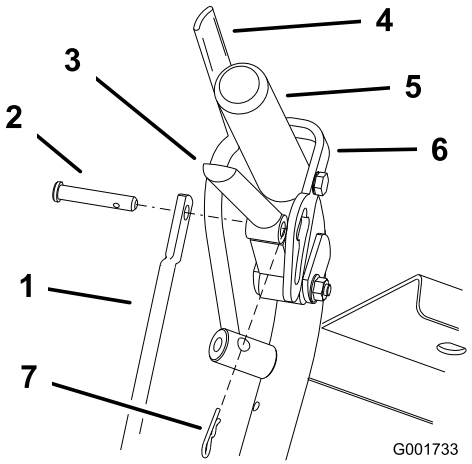

Figura 36
1. Ajuste o comprimento da barra soltando a alavanca da transmissão e retirando o contrapino de gancho e o passador de forquilha. Rode a barra na união da barra (Figura 36).
4. Coloque o passador de forquilha na alavanca da transmissão (Figura 36).
6. Instale o contrapino de gancho entre as alavancas da transmissão e os bloqueios neutros e nos passadores de forquilha (Figura 36).